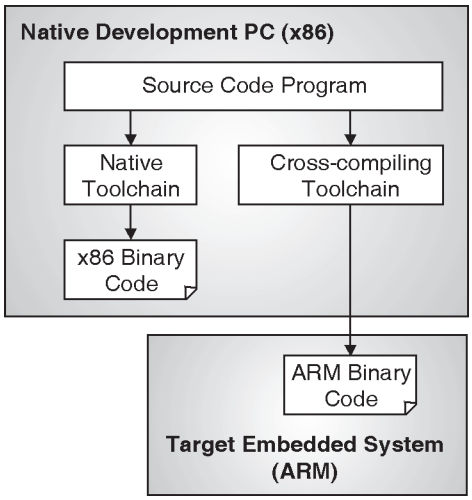

Fig. 4.2.2 : Tool chains generating binary for native x86 and target ARM
- Fig. 4.2.2 shows a Linux x86 platforms as our development or compiling machine. This machine will be used to compile our source code program and generate code for both :